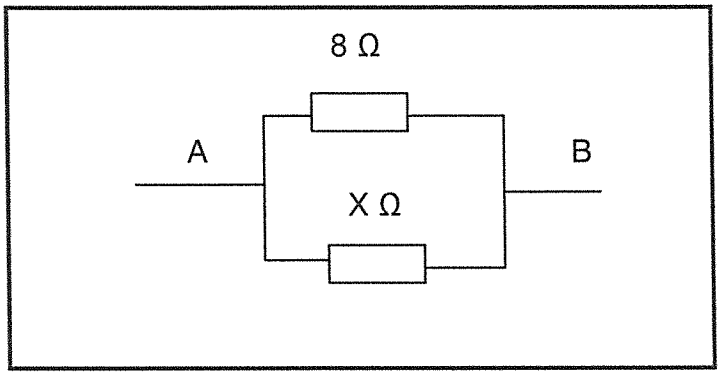

**FIGURE 3** (2)
9.2 The resistance between A and B in FIGURE 3 below is 6 Ω. Determine the resistance of the unknown resistance X Ω.